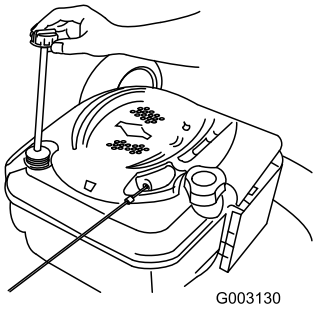

Figur 34
6. Ta ur oljestickan ur oljepåfyllningsröret (Figur 34).